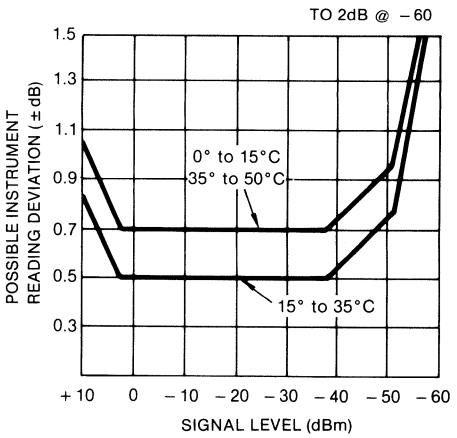

Figure 2. Model 1028-N10, NS20, and H/V System Waveguide Detector Accuracy from 26.5 GHz to 40 GHz
- Detector accuracy is shown in figure 2.